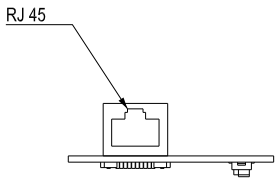

Figure 2
3. Connect CAT-5e network cable to RJ-45 port on CMM-EIP01 (shown in Figure 2).